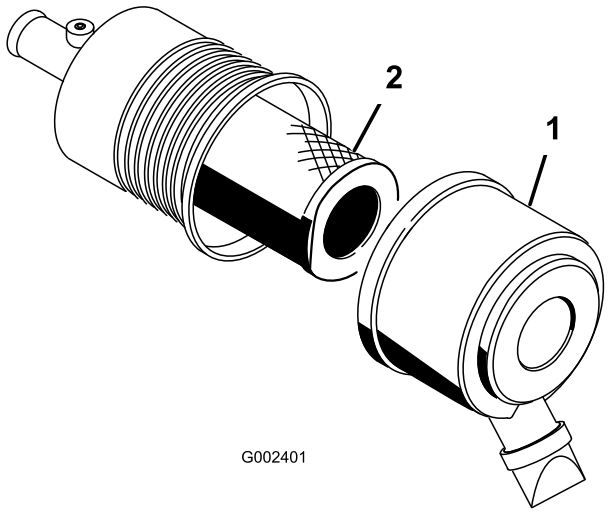

**Figur 42**
1. Åbn låsene på luftfilteret, og træk luftfilterdækslet af luftfilterhuset (Figur 42).
4. Skub forsigtigt primærfilteret ud af luftfilterhuset (Figur 42). Undgå at ramme husets side med filteret.
7. Hvis du skal udskifte sikkerhedsfilteret, skal du forsigtigt skyde det nye filter ind i filterhuset (Figur 42).
8. Skyd forsigtigt primærfilteret over sikkerhedsfilteret (Figur 42). Sørg for, at det er helt på plads ved at skubbe på filterets yderste kant, mens det installeres.
9. Installer luftfilterdækslet, og sørg for at vende den side opad, der er mærket UP (op), og fastgør låsene (Figur 42).